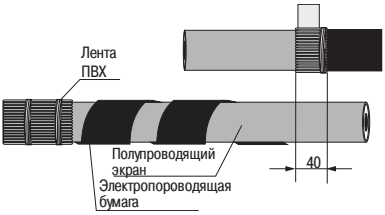

Рисунок 3
4.4 Н р зделке одного из к белей временно отогнуть проволоки экр н до срез оболочки, уложить вдоль к беля, з фиксиров ть б нд жом из ленты ПВХ. Н р зделке второго к беля уст новить н один виток пружину ППД поверх н ружного покров , к к пок з но н рисунке 2, отогнуть проволоки экр н н н ружный покров и обрез ть до длины 40 мм от срез оболочки, з крепить лентой ПВХ (рисунок 3).
4.5 Р змот ть электропроводящую бум гу с жил к беля до мест отгиб проволок экр н и обрез ть её, не поврежд я полупроводящего экр н (рисунок 3).